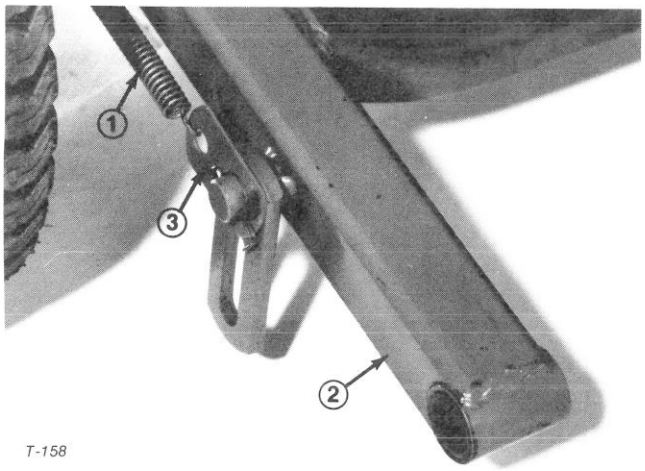

Figure 17
A. Remove brake return springs from both sides of the lift arm. Disconnect springs from brake spring straps (Fig. 17).